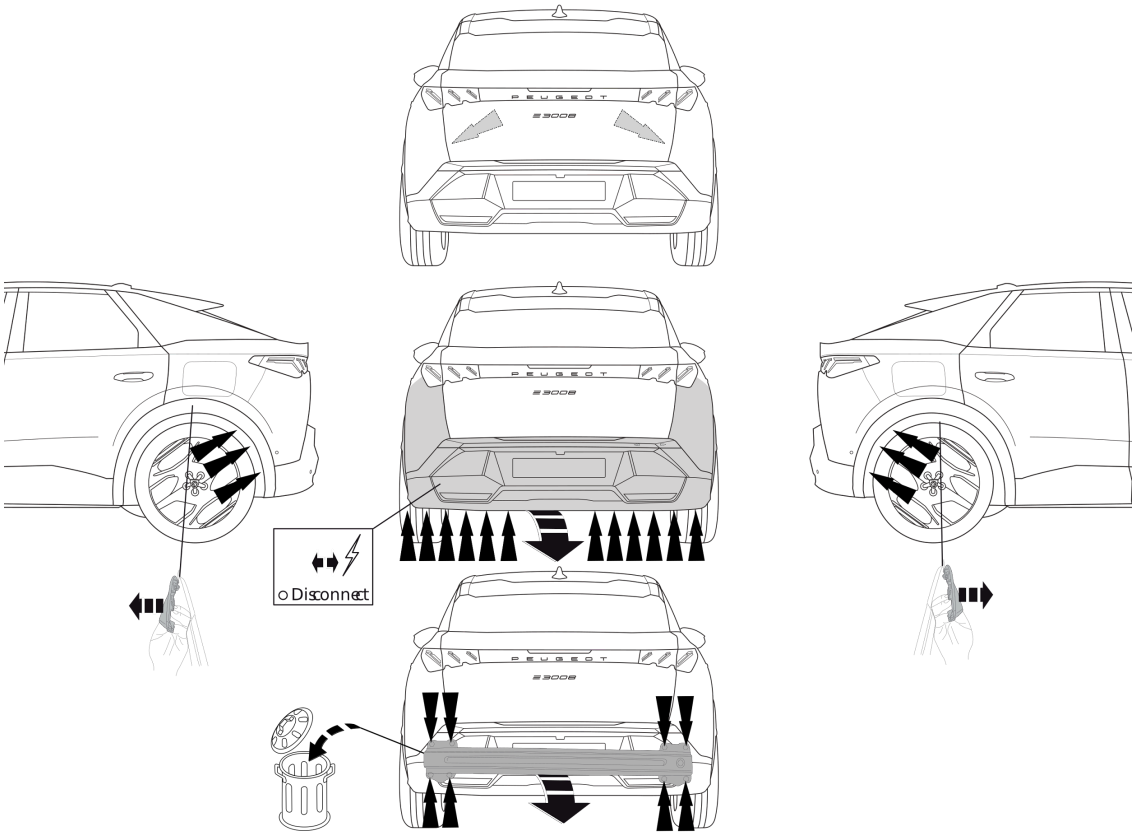

Fig. 1
1. Remove the bumper and the buffer beam from the vehicle. The buffer beam will no longer be needed. See figure 1.
1. Die Stoßstange einschließlich des Stoßbalkens vom Fahrzeug abmontieren. Der Stoßbalken wird nicht mehr benötigt. Siehe Abbildung 1.
1. Déposer le pare-chocs du véhicule y compris la traverse; la traverse ne sera plus utilisée. Voir la figure 1.
8. Boucher les parties indiquées (voir la fig.1).
1. Снять бампер вместе со буферным брусом автомобиля. Буферный брус больше не понадобится. См. рисунок 1.